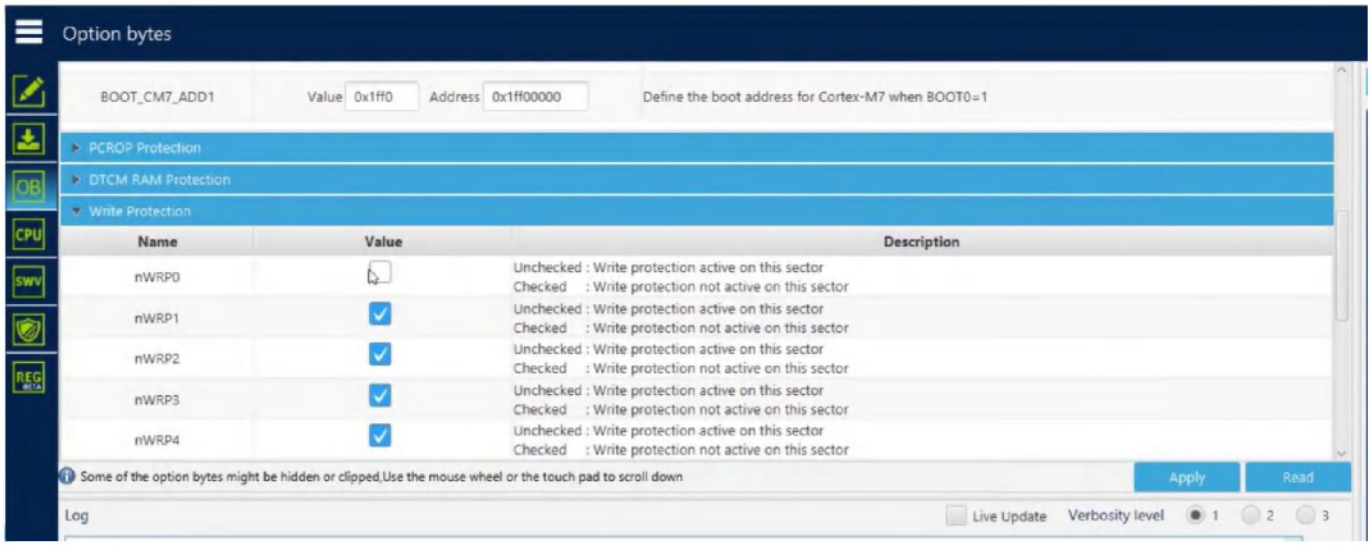

Рисунок 38
5.1.9 Открыть вкладку раздела «Option bytes» –> Write Protection и снять галочку с чек-бокса nWRP0 (Рисунок 38).